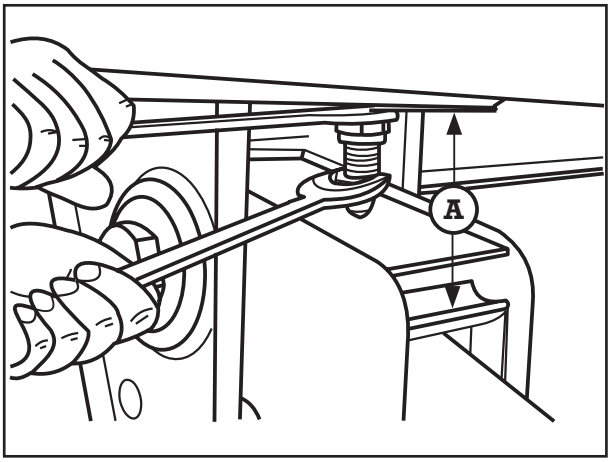

Рис. 3
(4) В осях с соединительной тягой, закрепленной на балансире, до проведения измерения установить балансир в горизонтальном положении и блокировать его в этом положении. Расстояние A должно быть одинаковым перед и за опорой (рис. 3).
(5) Таким же образом выверить противоположную сторону.